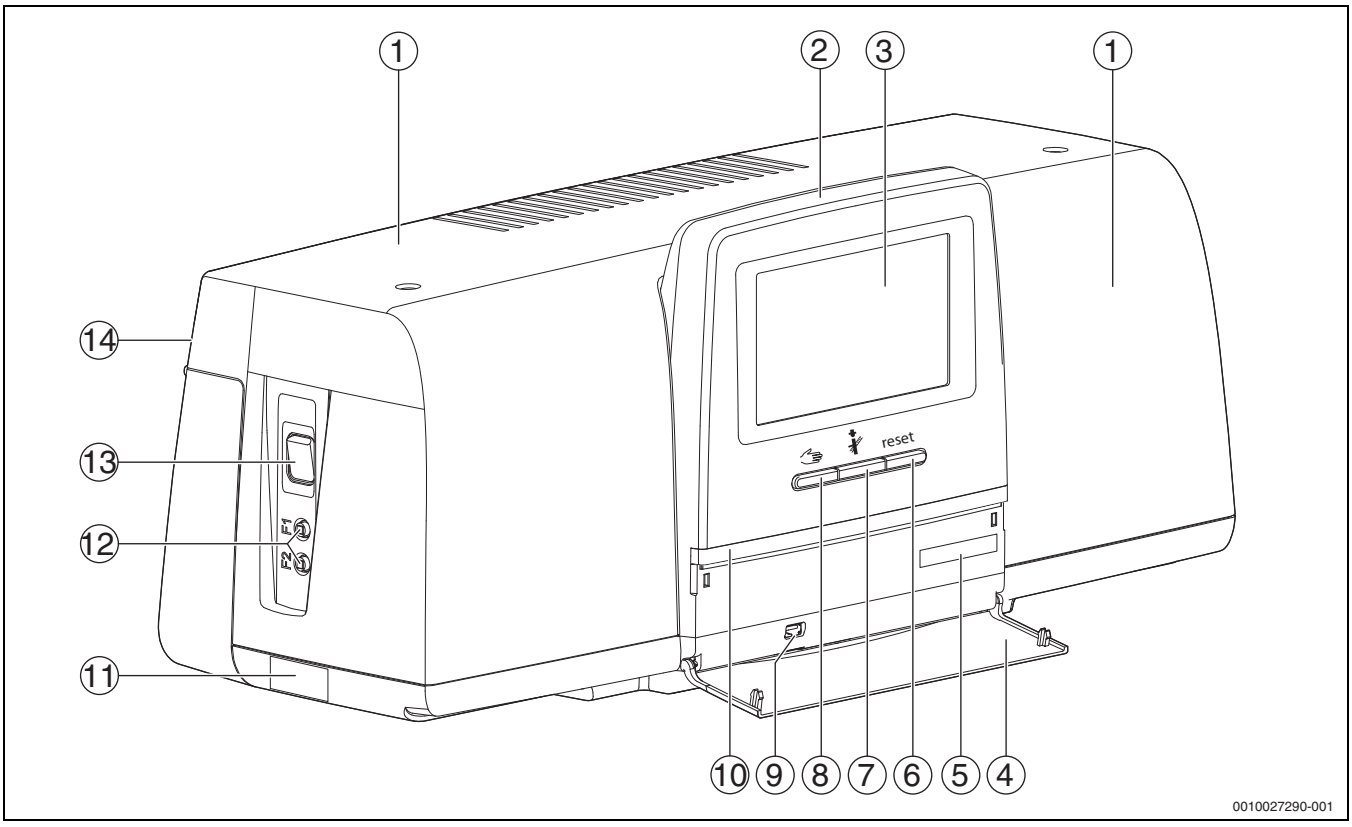
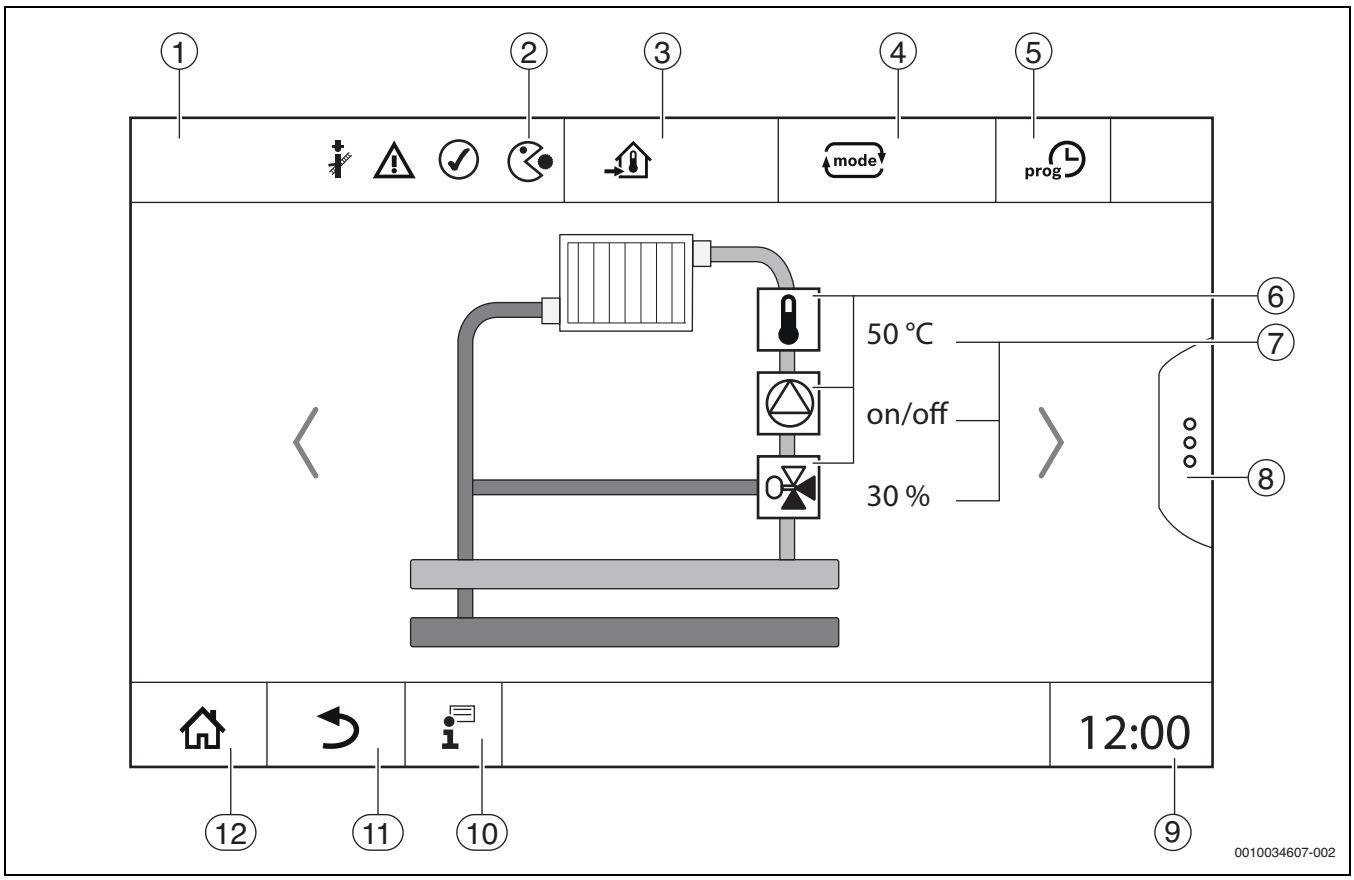

Fig. 1 Aperçu de l'appareil de régulation et des éléments de commande
Fig. 6 Eléments de commande et d'affichage (exemple)
L'état de l'installation, des fonctions et des composants est indiqué via les affichages de l'état (→ figure 6, [2], [6], page 8) et la LED d'affichage de l'état (→ fig. 1, [10], page 5) :
▶ Allumer l'appareil de régulation avec l'interrupteur Marche/Arrêt (→ fig. 1, [13], page 5).
L'affichage et la commande sont répartis sur plusieurs niveaux de menus. L'utilisateur y accède en appuyant sur le symbole correspondant. Certains niveaux de menu ne sont accessibles qu'aux professionnels. Si une flèche apparaît à droite ou à gauche dans le menu sélectionné (→ fig. 6, page 8), c'est qu'il existe d'autres options de menu. Les différents écrans affichent l'état actuel de l'installation, de l'élément de l'installation, de la fonction ou des composants de l'installation.